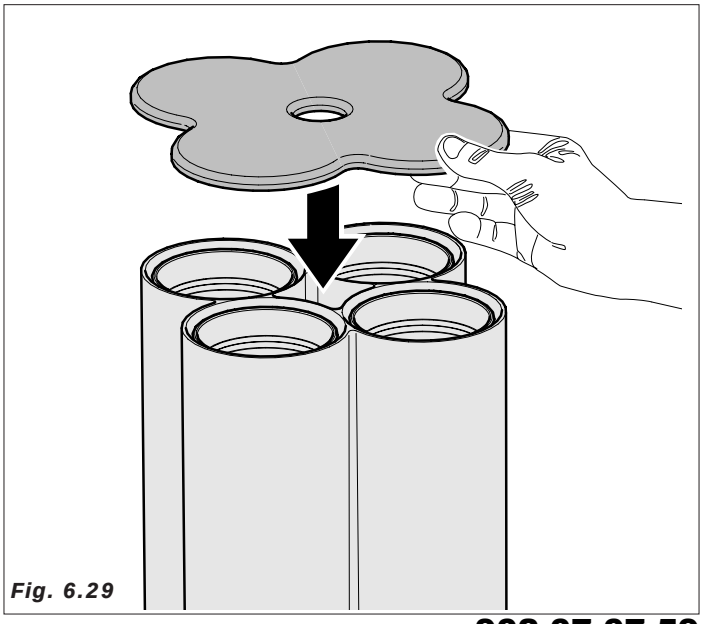

Fig. 6.29
- monte nuevamente la tapa (Fig. 6.29)